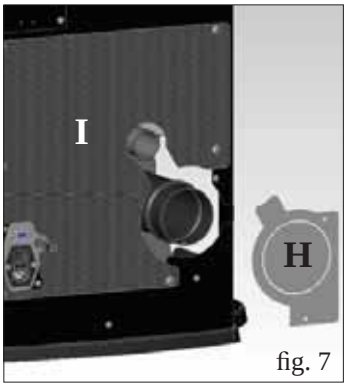

fig. 7
- Quitar la encimera de cristal apoyada (H - fig. 7).
- Retirar el lateral de acero, fijado a la estructura de la estufa con 2 tornillos (X -. Fig. 7) para eliminar , deslizándolo por arriba (I - fig. 8).
- Quitar el diafragma (H - fig. 7) y si fuese necesario también la parte trasera inferior perforada (I - fig. 7).